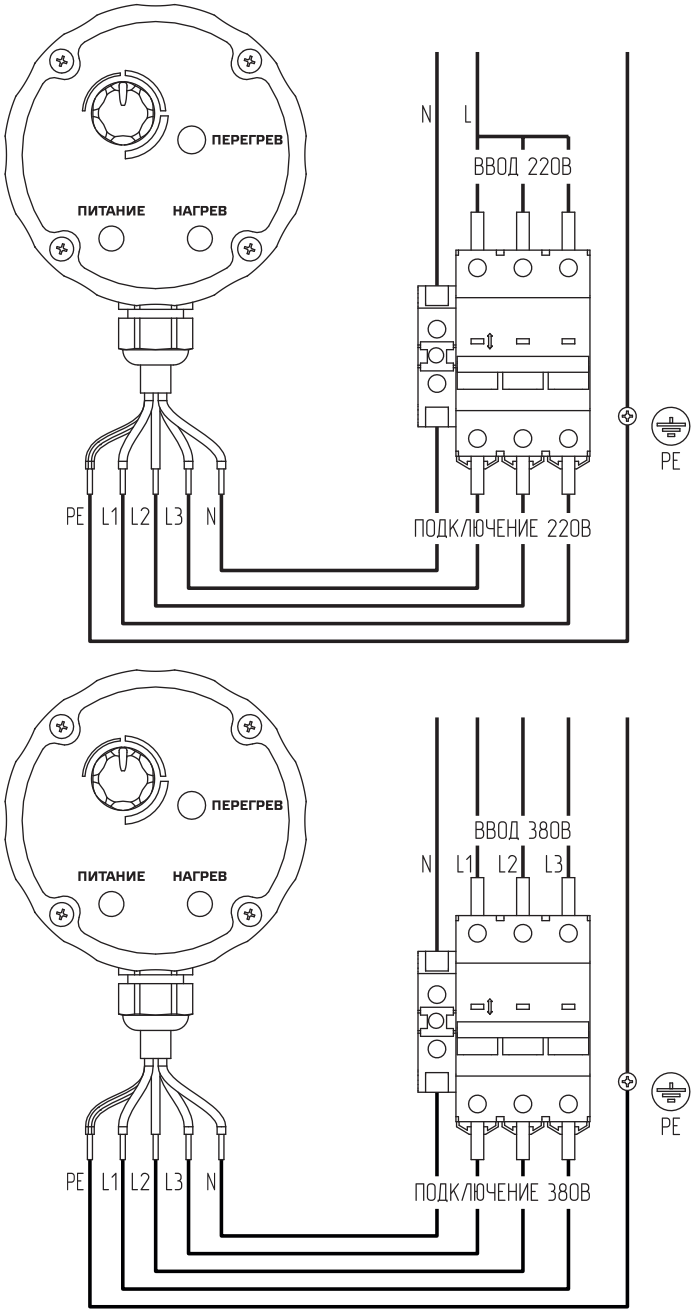

Рис.6 Схема подключения
- Подключите ТЭНБ к электросети в соответствии с **Рис.6**.